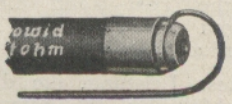

Abb. 9. EBD-Kappe
4. E.B.D.-Kappen: Kappen mit 0,8 mm starken Lötdrähten (Abb. 9).